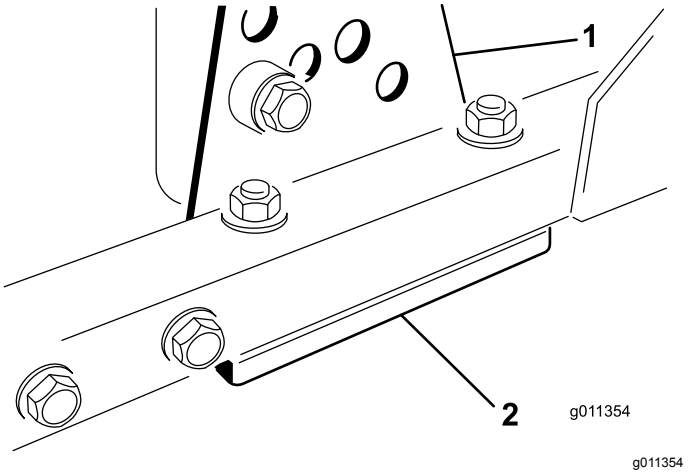

Figur 87
1. Ta klippehøydebraketten (fremre, venstre eller høyre) av klippeenhetens ramme (Figur 87).
2. Juster 1,5 mm mellomlegg og/eller 0,7 mm mellomlegg mellom klippeenhetens ramme og brakett for å oppnå ønsket klippehøyde (Figur 87).